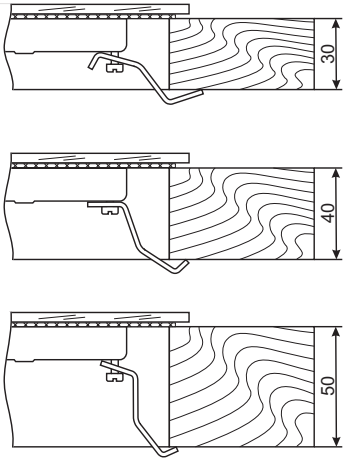

Рис. 22
4. Аккуратно вставить стол в проем и в зависимости от толщины столешницы (рис. 22) закрепить стол при помощи 4-х кронштейнов.